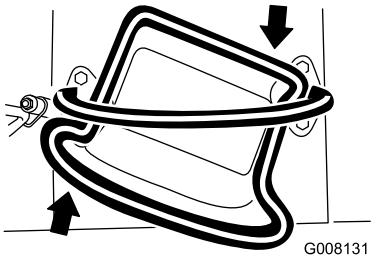

**Figur 11**
- Vrid drivreglaget medurs för att svänga åt höger (Figur 11).